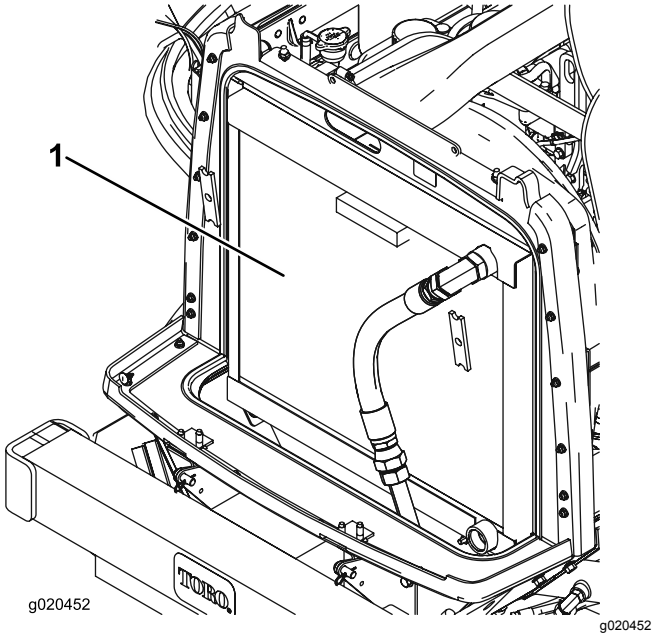

Figuur 92
2. Reinig beide zijden van de radiateur/oliekoeler (Figuur 92) grondig met perslucht. Begin aan de ventilatorzijde en blaas het vuil eruit naar de achterkant. Reinig vervolgens de oliekoeler vanaf de achterkant en blaas het vuil naar de voorkant. Herhaal deze procedure verschillende keren totdat het maaisel en het vuil volledig zijn verwijderd.